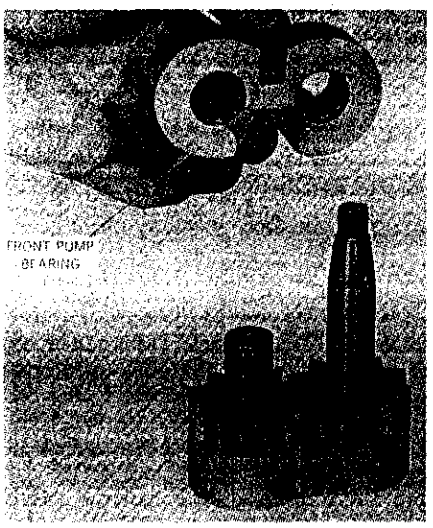

Fig. 422–Assembling pump gears and bearings.
Thoroughly clean all parts, air dry and then lubricate with hydraulic fluid prior to reassembly. Reassemble by reversing disassembly procedure using all new seals. Fig. 422 can be used as an assembly guide; the large notch in gear bearings must be toward the intake side of pump as shown in Fig. 420 and 421. Refer to Fig. 423 for early and late seal installation on rear cover for the independent PTO pump gear bearing. Alternately and evenly tighten the nuts on pump through bolts to a torque of 40-45 Ft.-Lbs. NOTE: Be sure the two dowel bolts are reinstalled in correct position as shown in Fig. 420 and Fig. 423. Install new washer (25) and bend tang of washer against gear retaining nut (24) after tightening the nut.